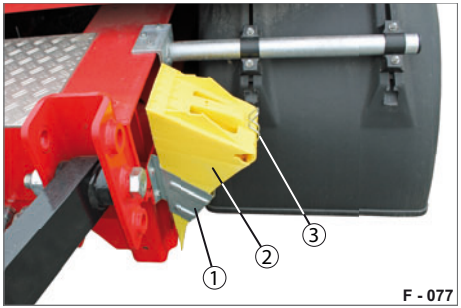

Abb. 102 Unterlegkeil in Haltekonsole
▶ Ziehen Sie den Federbügel (Abb. 102/3) zu sich.
▶ Nehmen Sie den Unterlegkeil (Abb. 102/1) heraus.
▶ Stecken Sie den Unterlegkeil in die Haltekonsole (Abb. 102/1).
▶ Drücken Sie den Federbügel (Abb. 102/3) auf den Unterlegkeil.